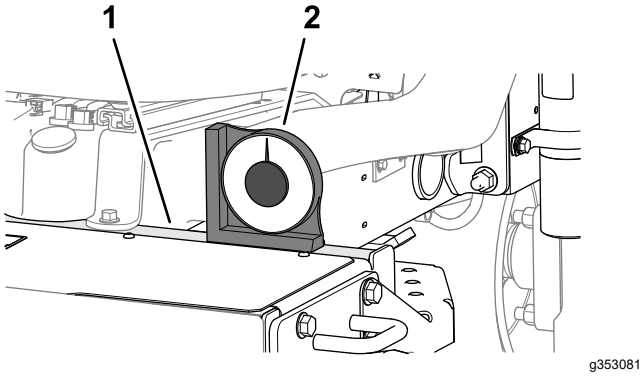

Figur 6
2. Kontrollera att maskinen står jämnt genom att placera en handhållen vinkelindikator (medföljer maskinen) på ramens tvärbalk vid bränsletanken (Figur 6).